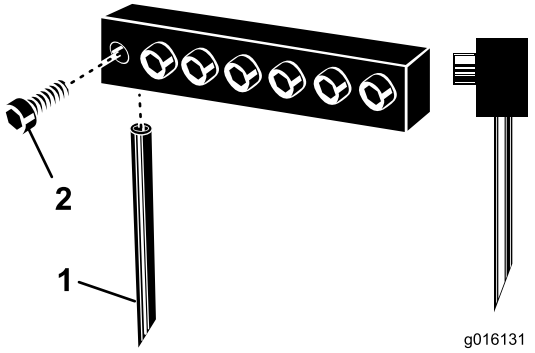

Figur 26
3. Lossa klämbultarna och ta bort de luftarpinnar som användes tidigare (Figur 26).
Obs: Ihåliga hålpipor ska placeras med utmatningsskåran bakåt, medan solida luftarpinnar ska vara vända med den vinklade pinnspetsen mot maskinen (Figur 26).